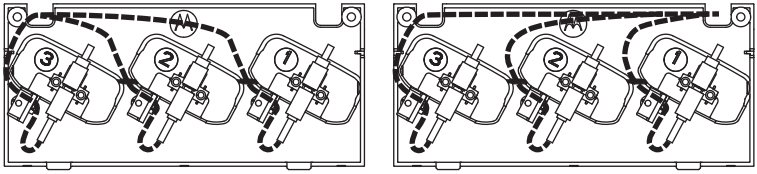

Figure 12 : acheminez le câble USB en fonction de l'emplacement de sortie.
3. Raccordez le câble de programmation à la prise USB sur le compartiment de charge du bas et acheminez le ou les câbles comme indiqué dans la Figure 12.